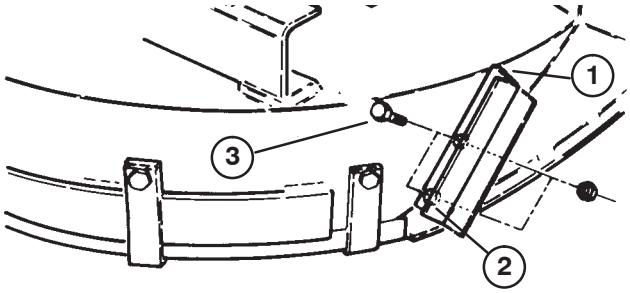

Figure 17
1. Using new deflector stop as a template, set it on the original flat deflector stop (Fig. 17). Assure new deflector stop is flush at the bottom, contacting side of deck, and parallel with outside edge of deflector support.
2. Locate, mark and drill (2) 9/32" dia. holes through old deflector support.
3. Mount new deflector support to old deflector stop with (2) 1/4–20 x 3/4" lg. capscrews and 1/4–20 locknuts, as shown in Figure 17.